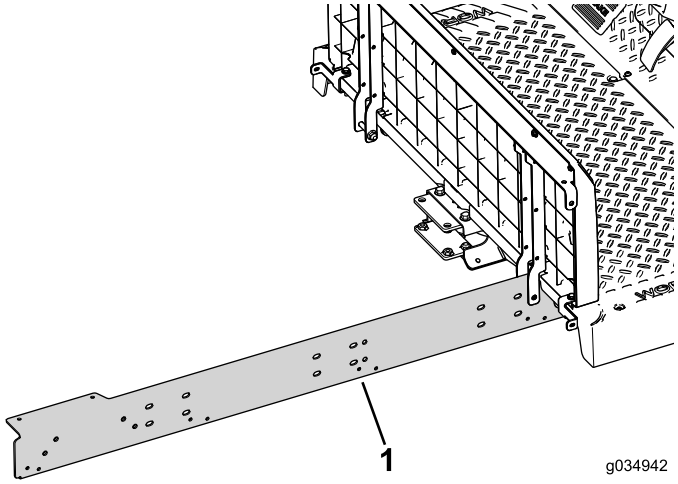

Figure 70
2. Loosely install the extension rail to the right side of the machine (Figure 70).